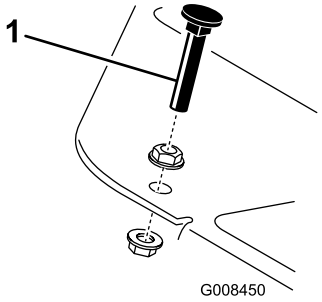

**Figur 44**
Trykk ned trekkpedalen. Hvis du kan tråkke pedalen helt inn (Figur 44) før det er spenning i kabelen, er det nødvendig med en justering.
1. Løsne flenshodelåsemutterne som fester pedalstopperen til gulvet (Figur 44).